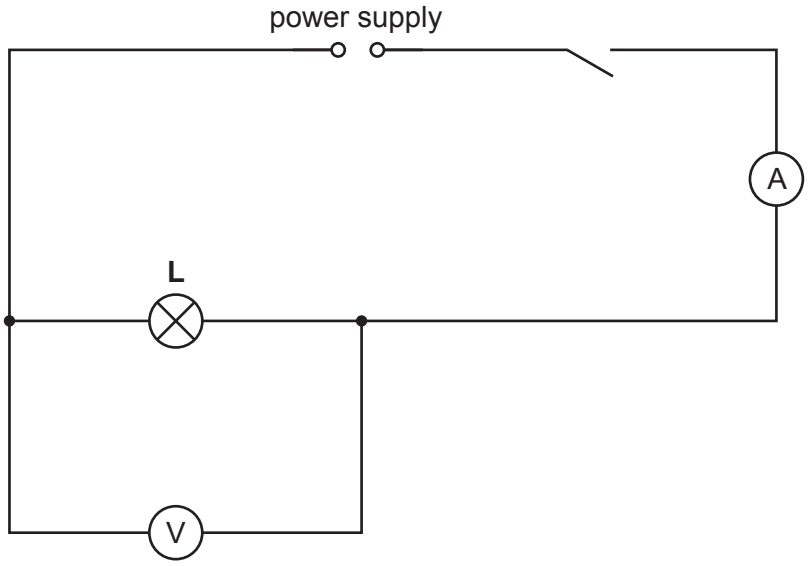

Fig. 4.1
- two identical lamps, labelled **L** and **M**, in suitable holders. Any low-voltage lamp will suffice (for example flashlamp bulbs rated 3.5 V – 0.3 A), provided that it glows brightly when connected as shown in Fig. 4.1 (see note 3)
- sufficient connecting leads to construct the circuit shown in Fig. 4.1, with two additional leads
1. The components are to be connected by the supervisor as shown in Fig. 4.1.
Set up the circuit so that it is arranged as shown in Fig. 4.1.